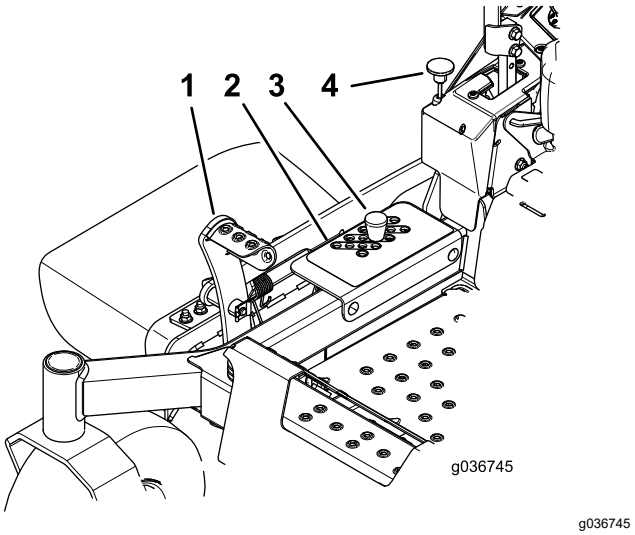

Figur 29
2. Træd på pedalen til skjoldløft, og hæv plæneklipperskjoldet til TRANSPORTPOSITIONEN (og klippehøjdepositionen til 127 mm) som vist i Figur 29.
3. Fjern pinden fra klippehøjdebeslaget (Figur 29).
4. Vælg et hul i klippehøjdebeslaget, som svarer til den ønskede klippehøjde, og sæt splitten i (Figur 29).